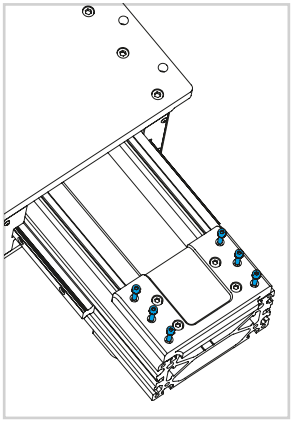
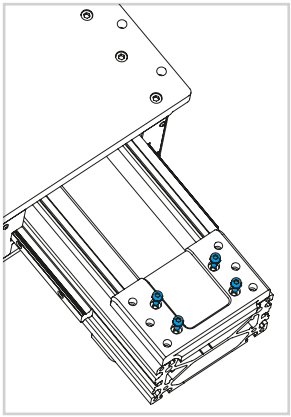
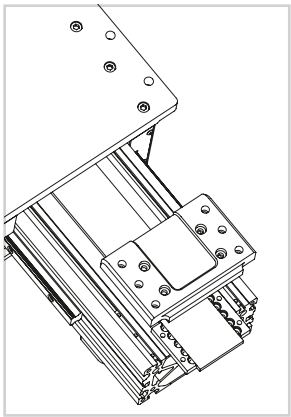

图 10
图 11
图 12
6) 卸下下传动带夹板的所有螺丝，将其与执行机构分离（见图 10、图 11 和图 12）。